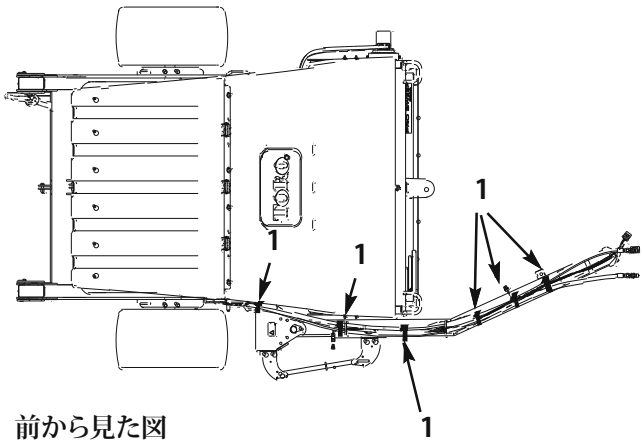

図12
2. 油圧ホースとワイヤ・ハーネスを図12と13に示すように固定する。